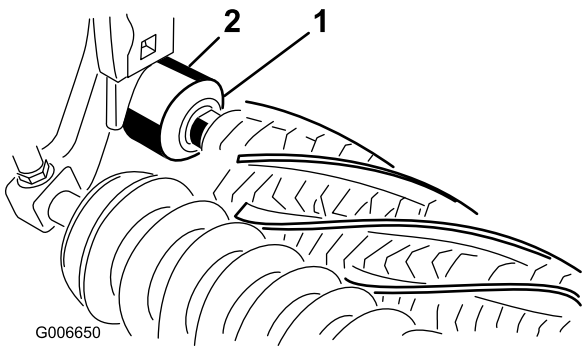

Figura 25
26. Verificate che il bordo di tenuta di ogni guarnizione sfiori la sede del relativo cuscinetto (Figura 25).